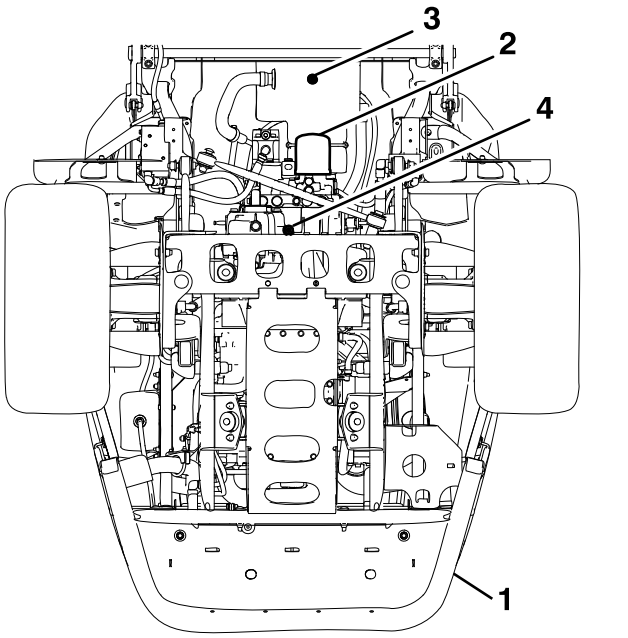

Figure 52
3. There are two drain plugs that need to be removed to do a complete fluid change. Place a pan under each drain plug from the following components: hydraulic reservoir, and transmission case (see Figure 52).